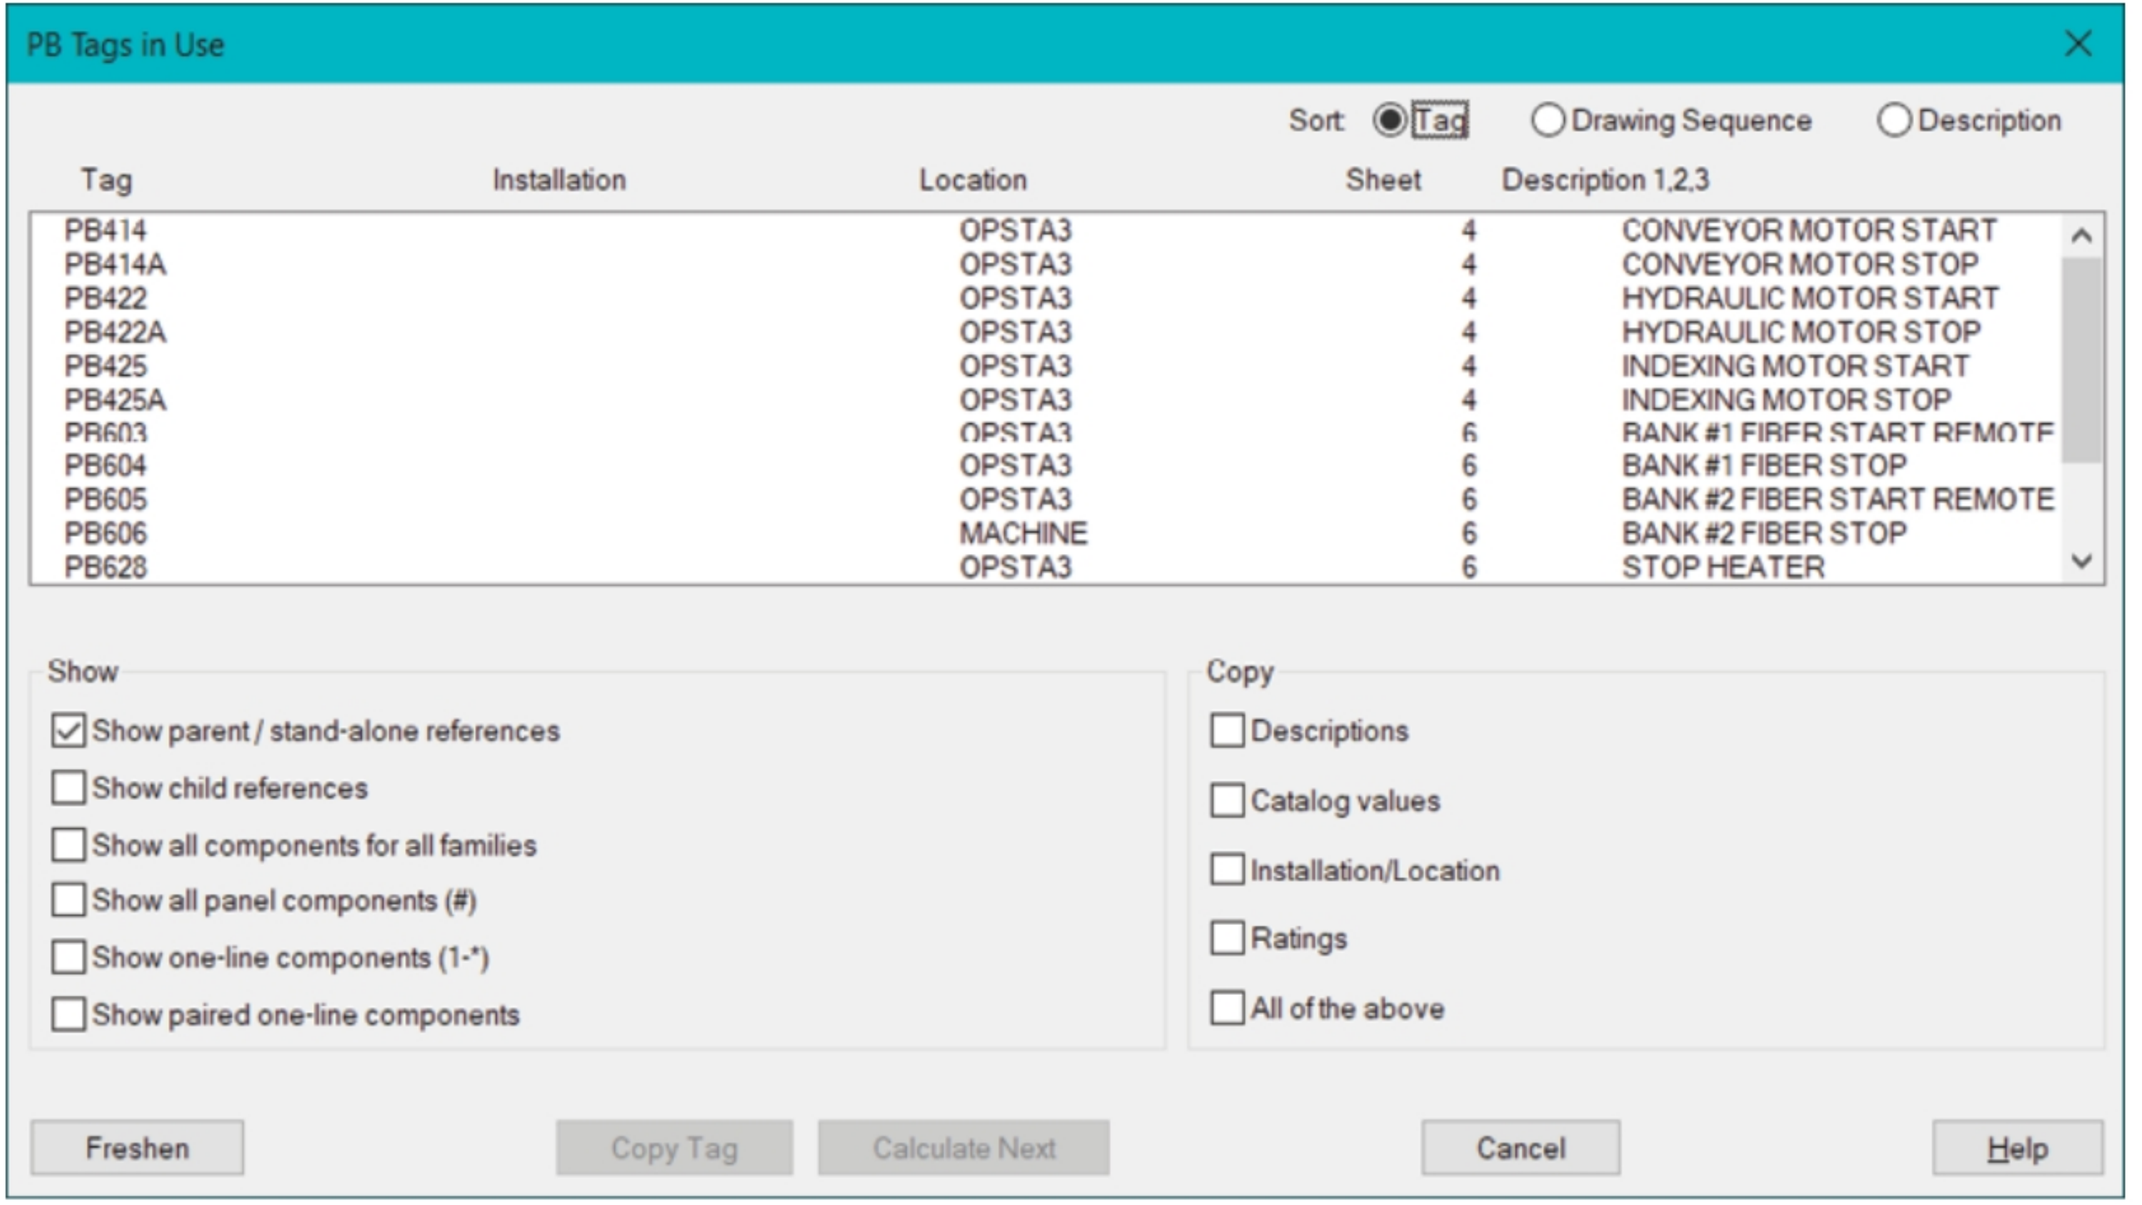

Figure-13. Tags in Use dialog box
- Using the **Schematic** button in the **Component Tag** area, you can assign schematic tag to the component which has earlier been used in the project or derived from the earlier used tag. The **Tags in Use** dialog box will be displayed as shown in Figure-13.